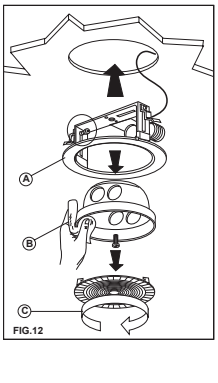

FIG.12
*- Para luminarios embutidos con pantalla de policarbonato, quitar primero la pantalla, y después desenroscar el tornillo central de sujeción de la parábola (***FIG. 12 B-C***).*